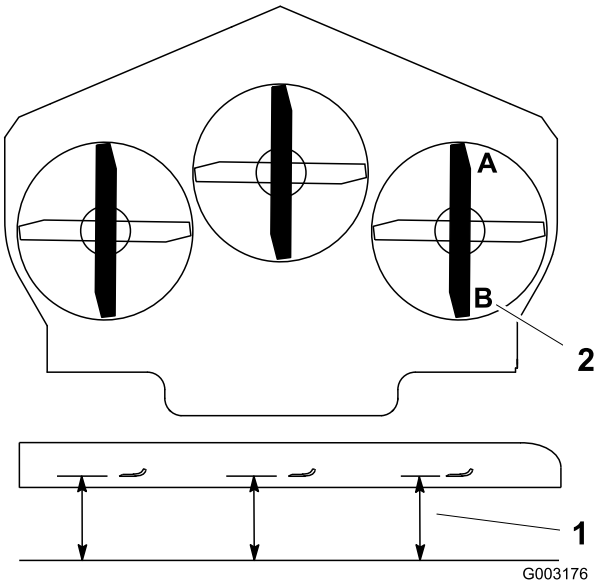

**Figuur 69**
1. Zet het rechter maaimes in de schuinstand (Figuur 69).
2. Meet het rechtermes bij punt **A**. Meet de afstand tussen een horizontaal oppervlak en de snijrand van het maaimes (Figuur 69).
4. Meet het rechtermes bij punt **B**. Meet de afstand tussen een horizontaal oppervlak en de snijrand van het maaimes (Figuur 69).
6. Het maaimes moet 6 tot 10 mm lager staan bij punt **A** dan bij punt **B** (Figuur 69). Indien dit niet het geval is, gaat u als volgt te werk.